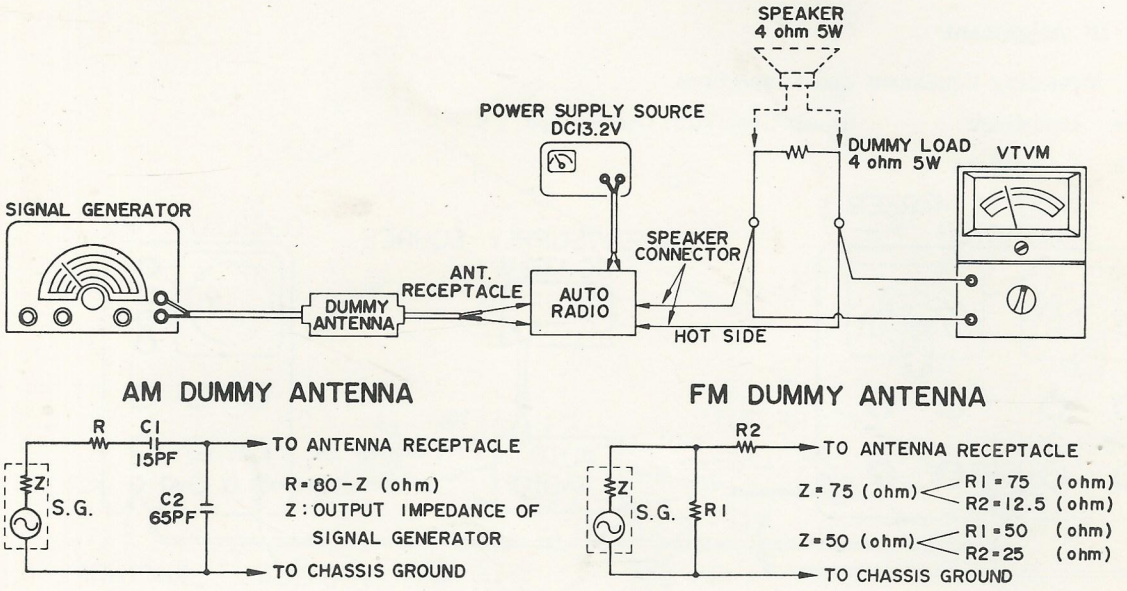

Fig. 2
b. Connections: See Fig. 2
(2) Preparations for Alignment